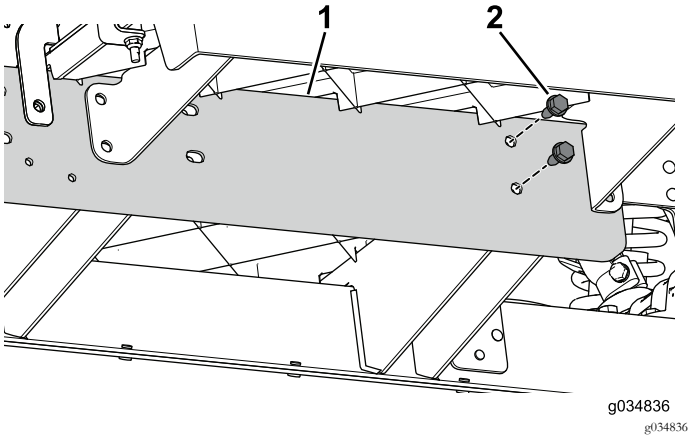

Bild 23
3. Befestigen Sie die Verlängerungsschiene mit den zwei Schrauben (5/16" x ¾") lose am mittleren Kanal am vorderen Abschnitt der Maschine (Bild 23).